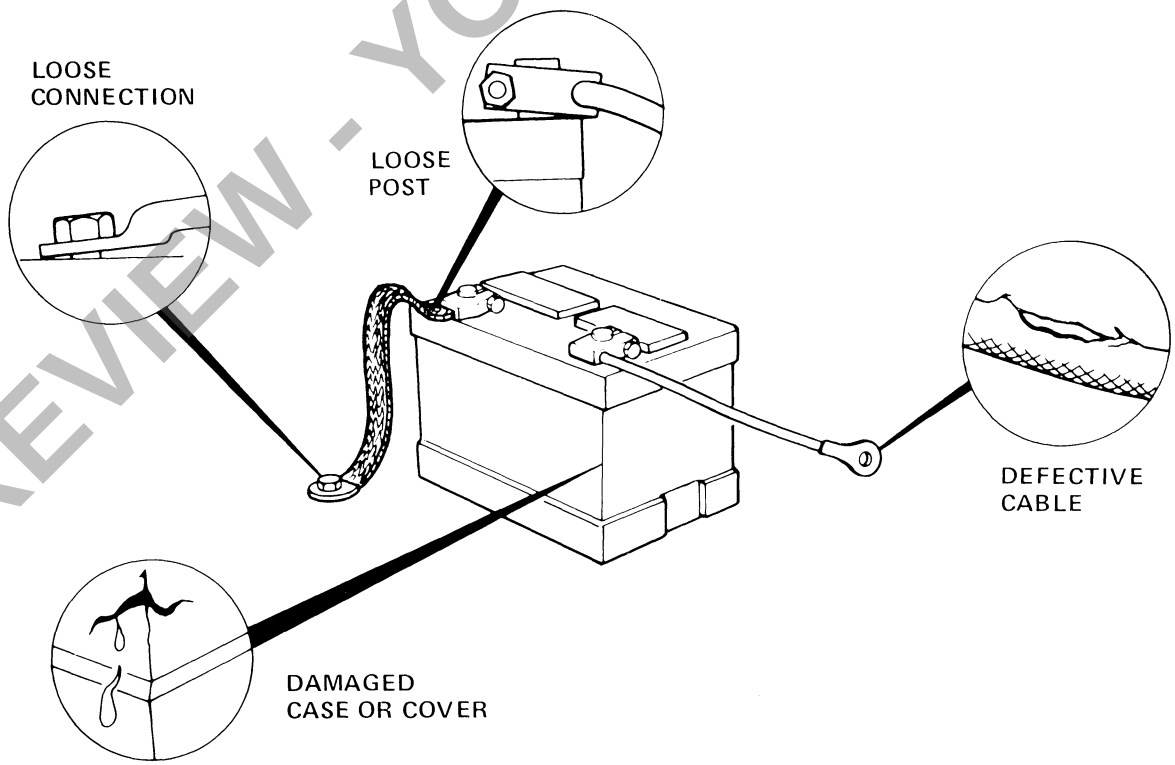

Figure 28
1. Visually inspect the battery for damage or incorrect assembly. Repair or replace components as necessary, Figure 28.